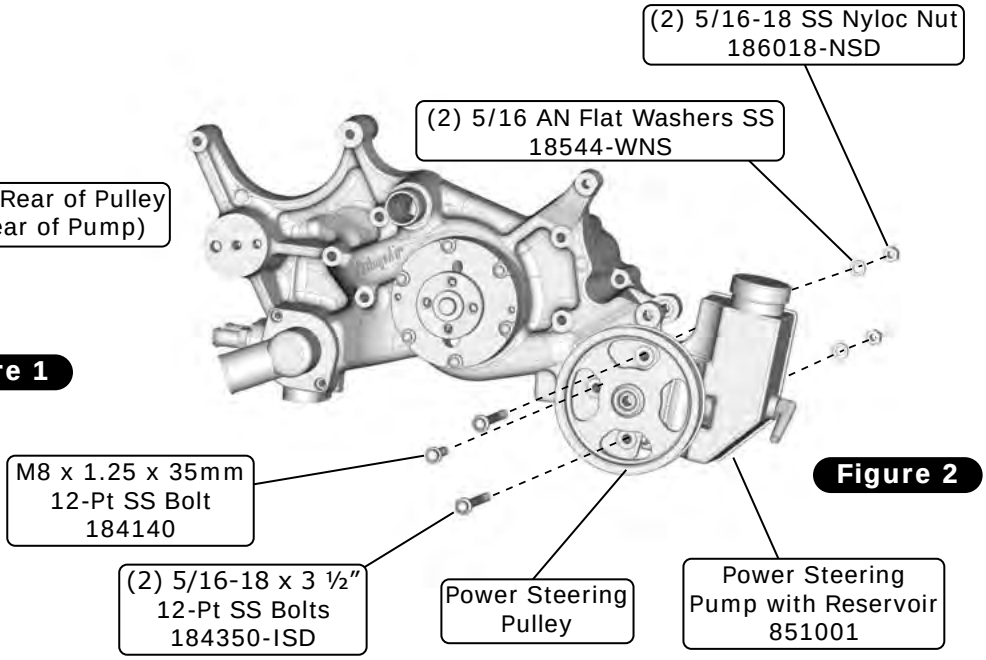

Figure 2
2. With pump body located behind main casting, align mounting holes of pump and casting and secure top and bottom holes with 5/16-18 x 3 ½" 12-Pt SS bolts, washers and lock nuts as shown in Figure 2, below, torqued to 22 lb-ft.